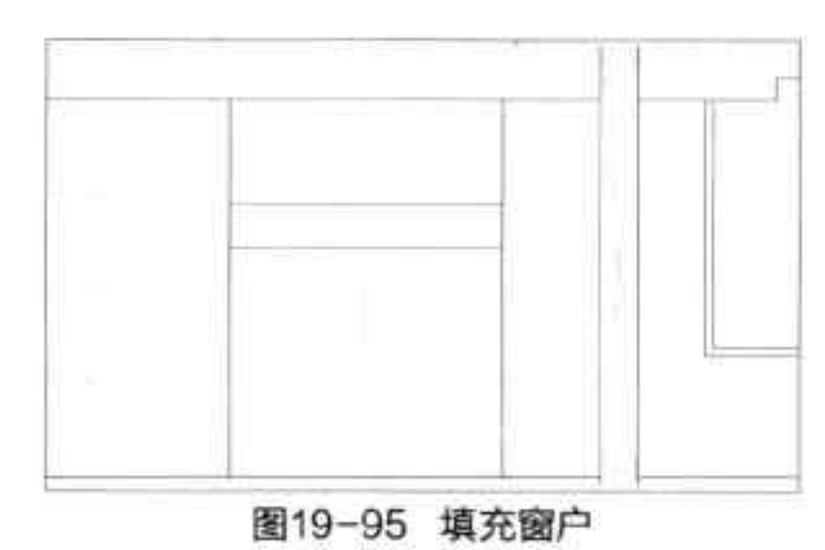

图19-95 填充窗户
Step 12 执行“填充”命令，选择合适的图形，对窗户进行填充，如图 19-95 所示。